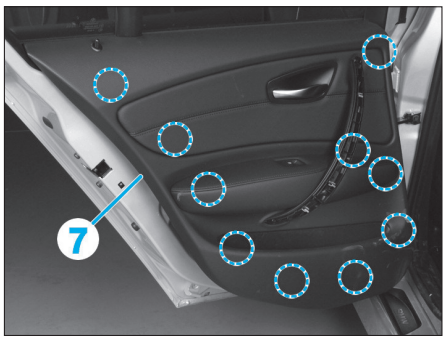

Fig. 69
• Dégrafer la garniture de porte (7) aux endroits indiqués **(Fig.69)**.